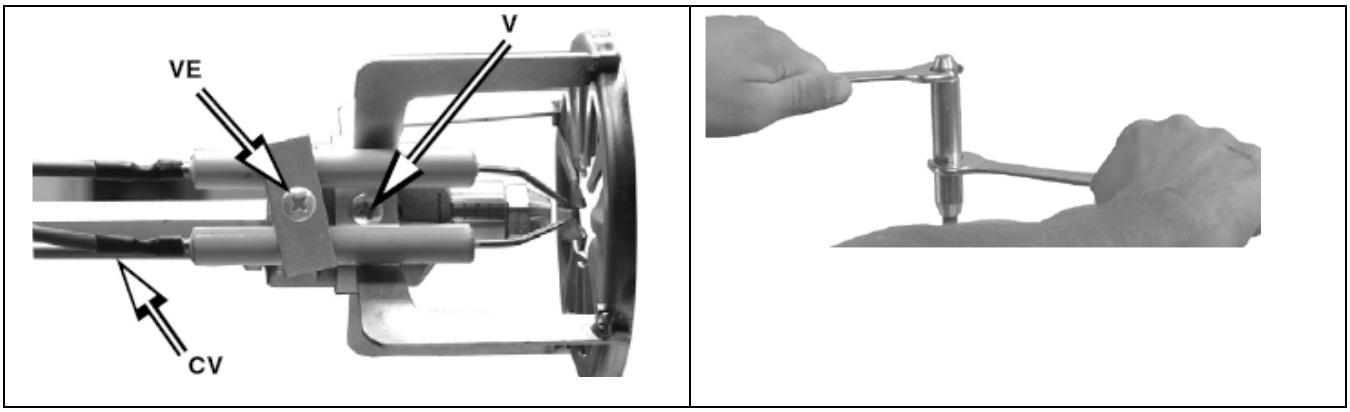
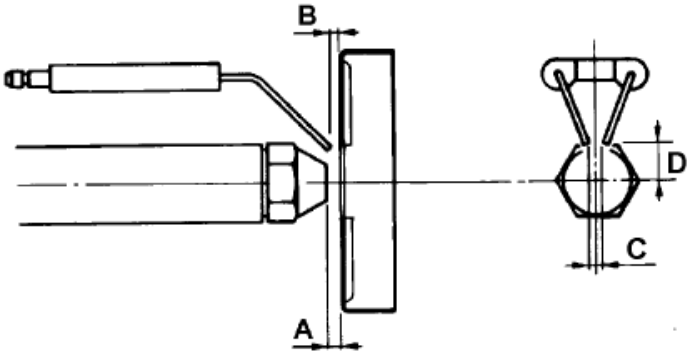

Fig. 10
Fig. 11
Antes de desmontar la boquilla y los electrodos, desconectar los cables CV (Fig. 10), observar las cotas indicadas en la Fig. 11 y anotarlas en la tabla Tab. 3.
11. Desenroscar el tornillo V que fija la cabeza de combustión y quitar la cabeza del porta-boquilla (Fig. 10)
⚠	Para quitar la boquilla, usar exclusivamente dos llaves fijas como se muestra en la Fig. 10, ¡para no dañar la placa de soporte de los componentes del quemador!!
14. quitar todos los componentes, recordando fijar los tornillos V y Ve V e VE (Fig. 10), volver a conectar los cables CV, respetando estrictamente las medidas dadas anteriormente e indicadas en la tabla Tab.3;